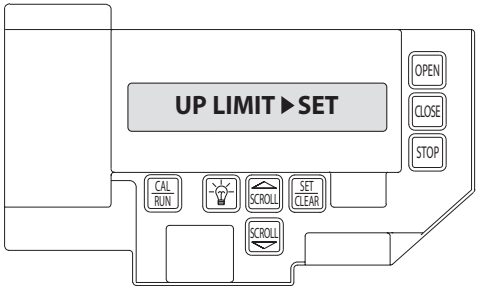

Figure 7
2) Press SCROLL until display reads "UP LIMIT>CLR " or "DOWN LIMIT>CLR " **Figure 7**.